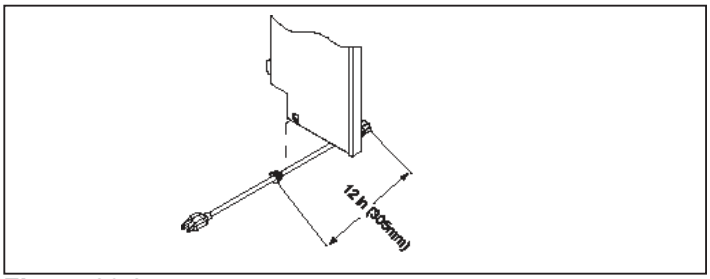

Figure 23.2
7. If power enters the appliance on the right side: Using the pliers, attach cord restraint 12 inches from the female end of the cord and then press into the right side panel. **Figure 23.2.**